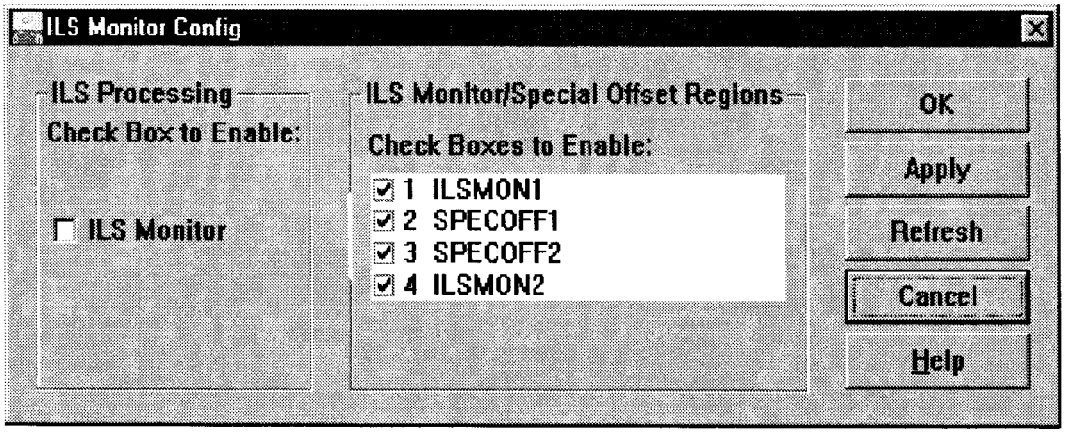

FIGURE 4-80. ILS MONITOR CONFIG WINDOW
2. Observe the ILS Monitor Config window (Figure 4-80).